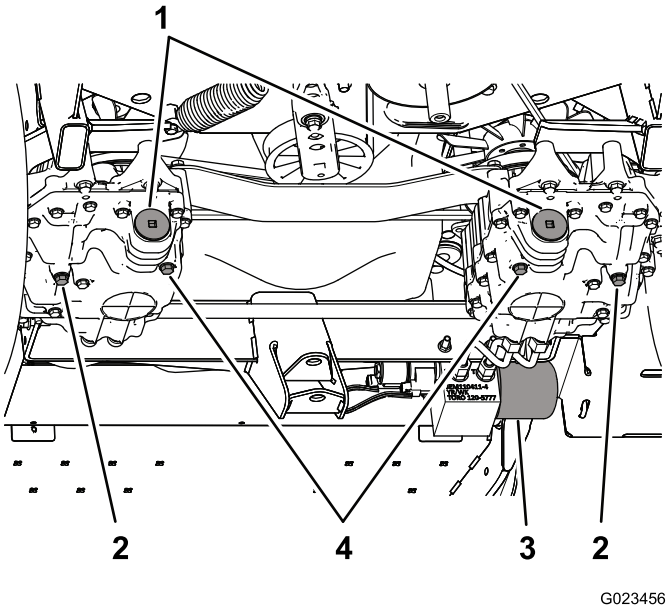

Figur 70
4. Ta ut avtappningspluggen på pumpsidan och avtappningspluggen på växellådssidan (Figur 70), och låt all olja rinna ut.